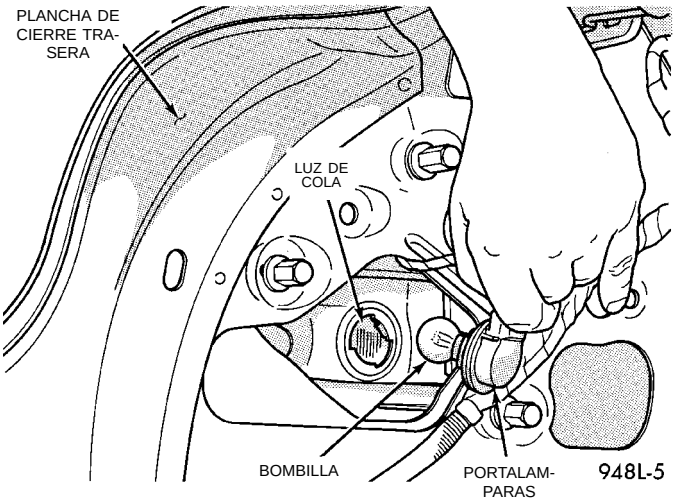

Fig. 6 Bombilla de luz de cola y stop
(1) Desenganche el pestillo del maletero y abra la tapa del maletero.
(2) Separe el forro del maletero de la plancha de cierre trasera para lograr acceso a la parte posterior de la luz de cola.
(3) Gire y retire el portalámparas de la luz de cola a través de las aberturas de la plancha de cierre trasera (Fig. 6).
(4) Extraiga la bombilla del portalámparas.